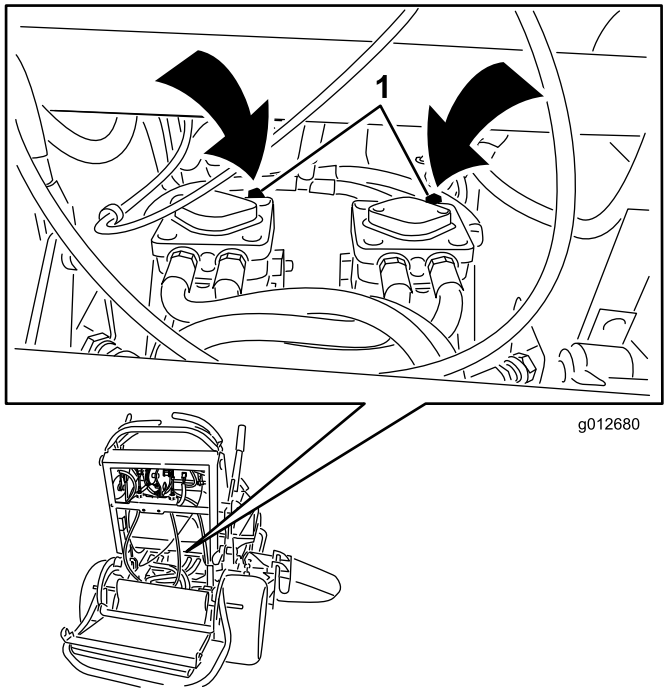

Figur 25
3. Åpne omløpsventilen på begge pumpene ved å vri dem mot klokken én til to ganger. Dette får hydraulikkvæsken til å passere gjennom pumpene, og hjulene til å rulle (Figur 25).